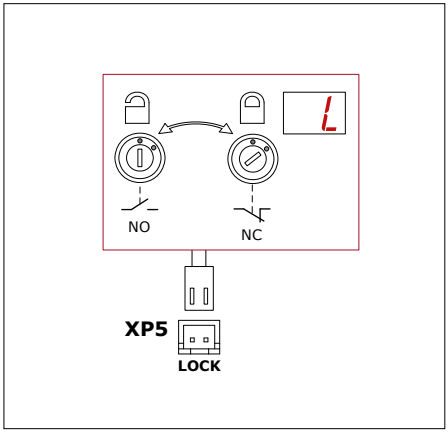

Figure 14
To exclude the common access of the gate control to **XP5** (LOCK) connector, a locking switch (**Figure 14**) is connected, which is installed on the unit case (Figure 4). Using the key, the circuit breaker is transferred to (NC) position, at which control commands are blocked (block buttons, control switches, radio control panels and others); or is transferred to (NO) position, in which the control is permitted.